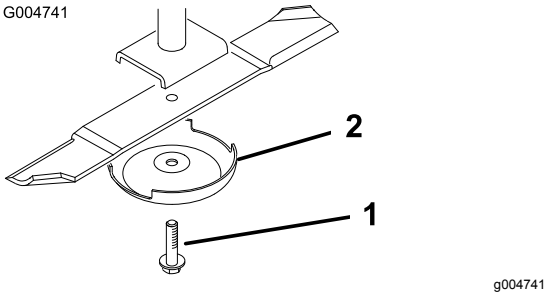

Figuur 144
4. Houd het uiteinde van het mes vast met een vod of een gevoerde handschoen terwijl u de mesbout, de antiscalpeercup en het mes verwijdert van de spilas (Figuur 144).